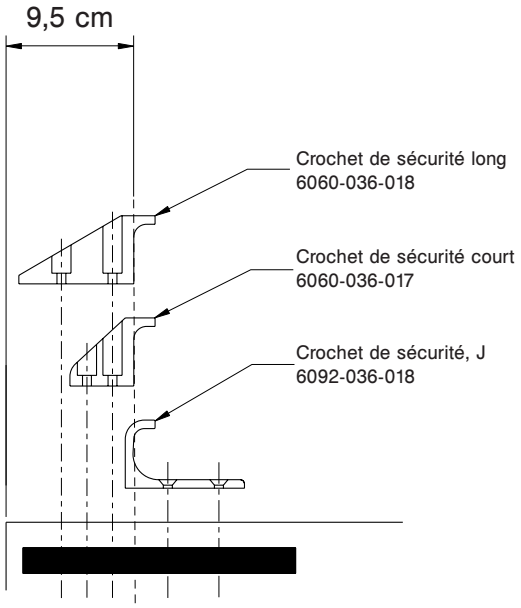

Figure 7 - Types de crochet de sécurité
Stryker offre trois différents types de crochets de sécurité (consulter la Figure 7) commandés et expédiés avec la civière de votre ambulance. Ces différents types de crochets de sécurité comblent les besoins des diverses configurations de véhicules d'urgence, en particulier au niveau de la longueur et de l'emplacement de la structure support de plancher de l'arrière du véhicule.
Lors du remplacement d'un crochet de sécurité existant par un crochet de style différent, ajuster l'endroit de la fixation de façon à ce que la face du crochet demeure à la position adéquate (consulter la Figure 7).
1. Choisir le crochet de sécurité approprié à la configuration de votre véhicule. Pour de plus amples détails sur les types de crochets de sécurité et leur positionnement, consulter la Figure 7 à la page 19.